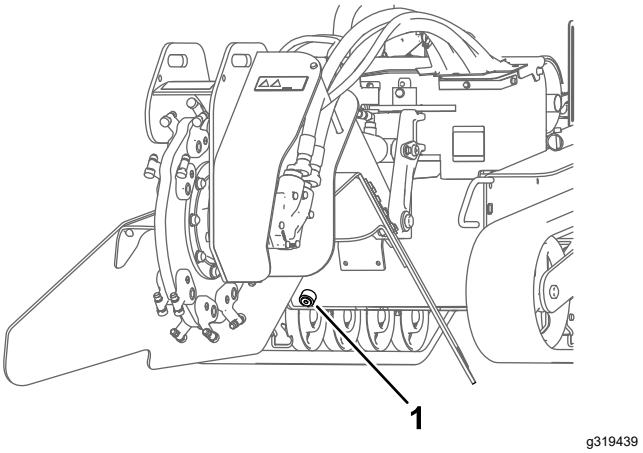

Figur 59
7. Ta bort hydraultankens avtappningsplugg och låt vätskan tömmas ut i kärlet (Figur 59).